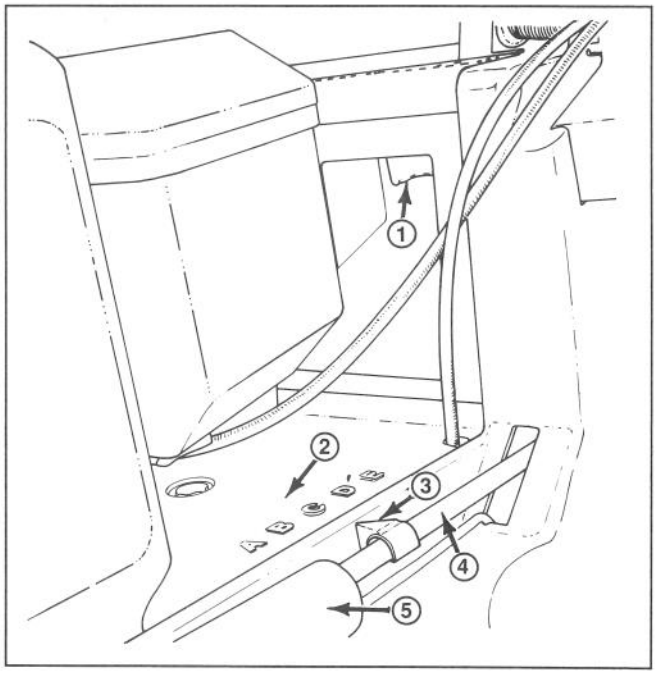

Figure 15
2. Use one or two fingers to squeeze the height-of-cut adjustment lever (Fig. 15).